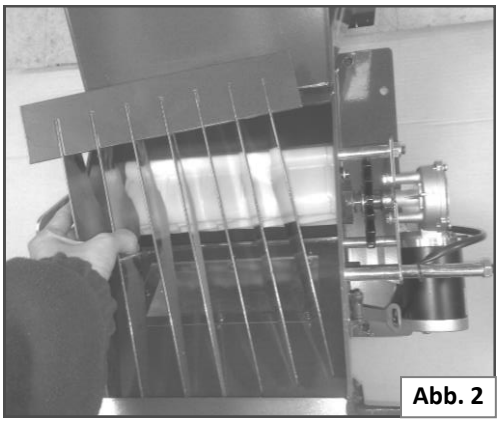

Abb. 2
5. Bodenklappe öffnen und Lamelle herausnehmen. (Abb. 2)